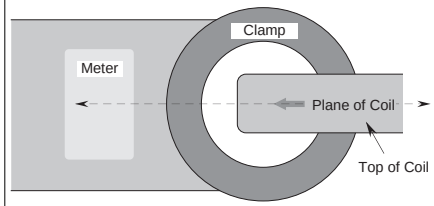

Fig. 4.6.7 Position of Coil
- *Fig 4.6.7*. Place the vertical arm of the coil, as far as is possible, in the center of the air space of the clamp. Align the center axis of the meter along the plane of the coil itself.